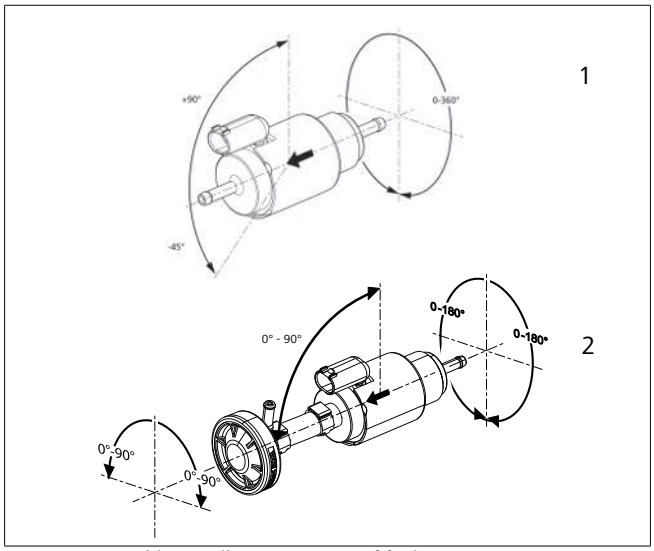

*Fig. 12 Permissible installation position of fuel pump*
- ▶ Ensure the correct installation position (see Fig. 12).